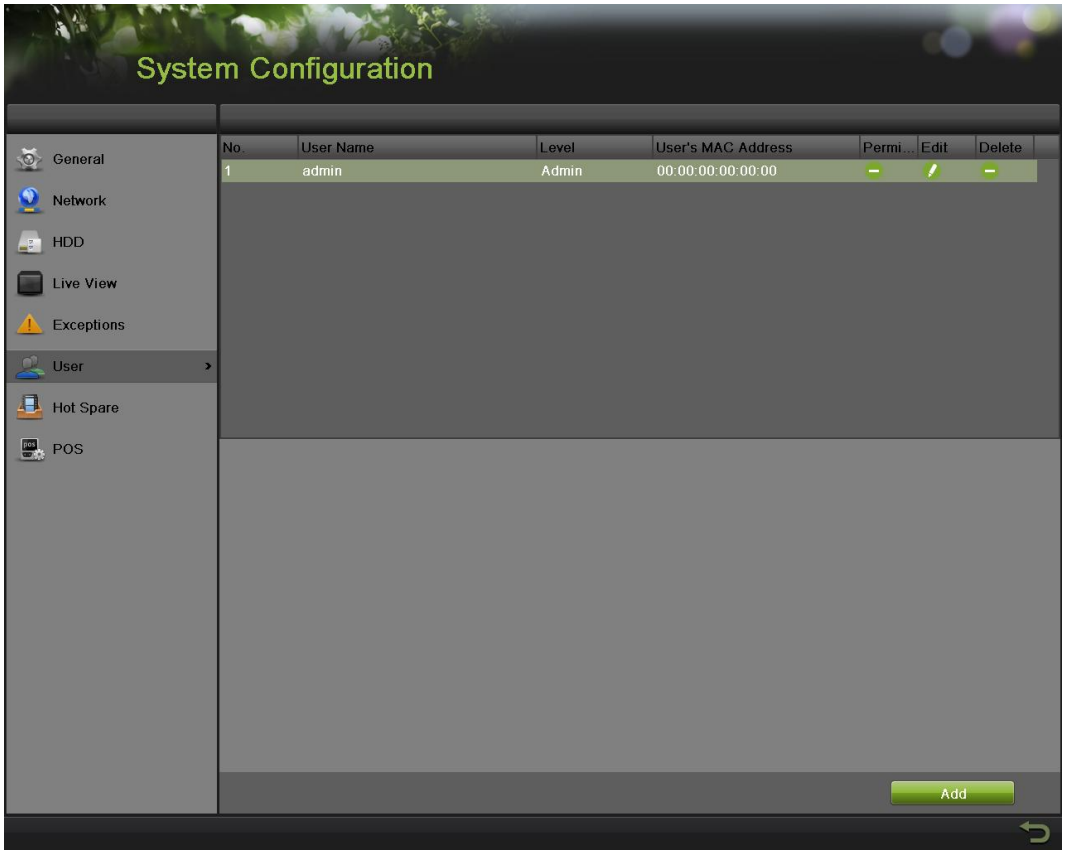
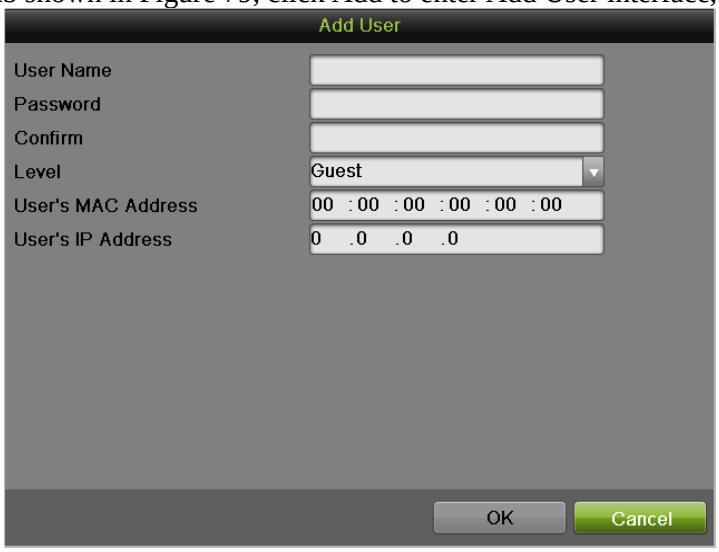

Figure 79 User Settings Menu
Figure 81 Add User Menu
You can change the default password by going to Menu > System Configuration > User, as shown in Figure 79.
1. On the User tab shown in Figure 79, click Add to enter Add User interface, as shown in Figure 81.
1. Enter the User menu, shown in Figure 79 by going to Menu > System Configuration > User.